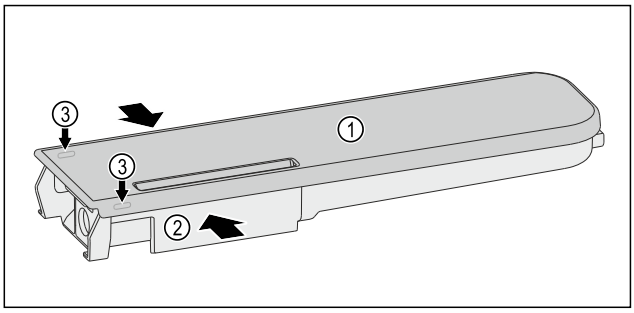

Fig. 173
▶ Saspiediet ūdens tvertni *Fig. 173 (2)* un uzmanīgi atvirziet un noņemiet vāku *Fig. 173 (1)* pāri fiksācijas izciļņiem *Fig. 173 (3)*.
▶ Pārvietojiet vāku *Fig. 173 (1)* mazliet uz vienu un otru pusi un noņemiet virzienā uz augšu.